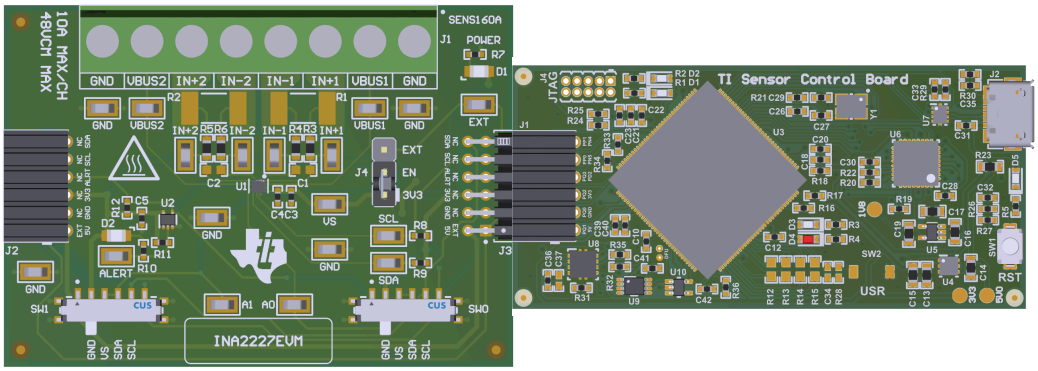

图 2-1. EVM（左）连接到 SCB 控制器（右）
3. 如图 2-1 所示，将 EVM 连接到 SCB 控制器。
若要将 EVM 和 SCB 控制器（单独销售）搭配使用，如图 2-1 所示连接 EVM。